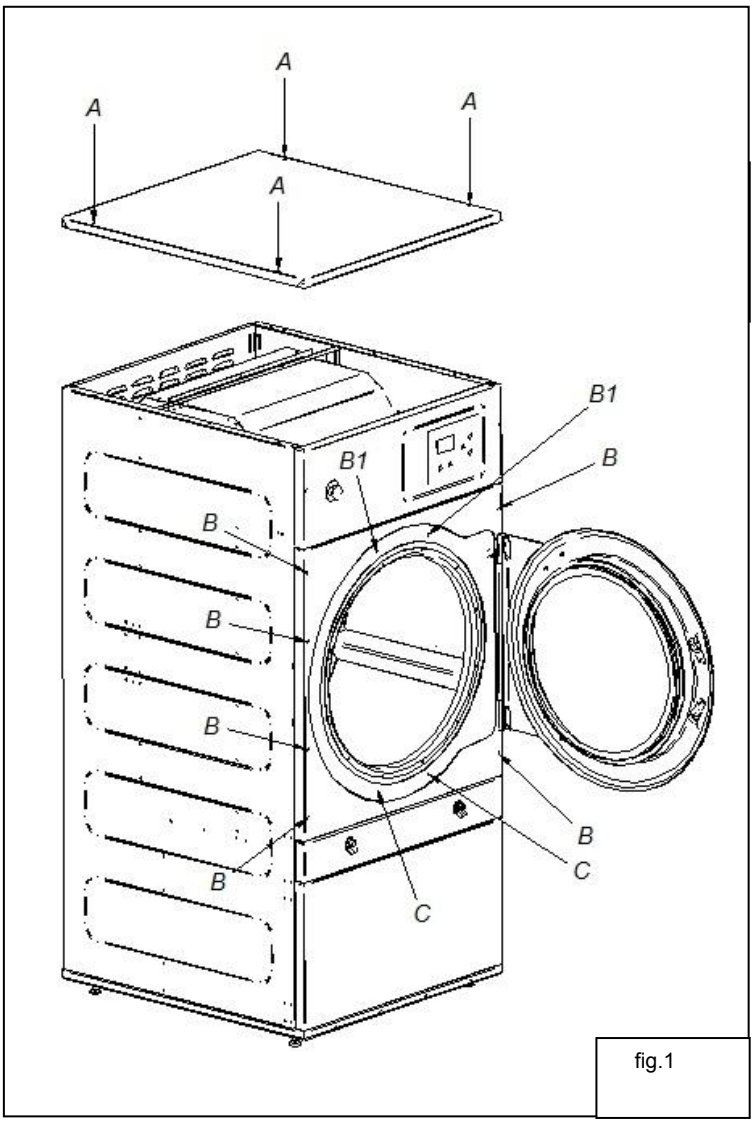

fig.1
1. Démontez le plafond en desserrant les 4 vis « A » à l'aide d'une clé Allen nº 3 pour pouvoir accéder, par le haut, à la borne du capteur reed de la porte, qui est située dans la partie supérieure droite de celle-ci. Reportez-vous à la fig.1.